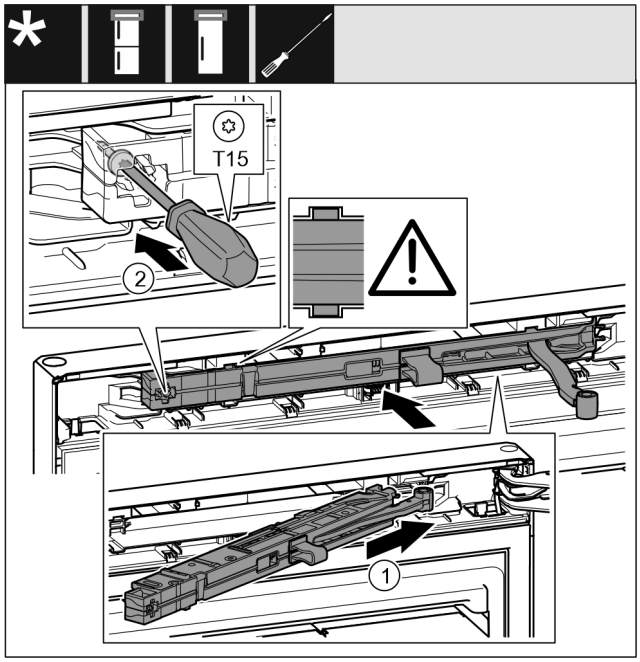

Fig. 33
▶ Jednotku tlumiče zavírání *Fig. 33 (1)* na straně stojanu ložiska zasuňte až na doraz šikmo do vybrání.
▶ Šroubovákem šroub *Fig. 33 (2)* pevně utáhněte.